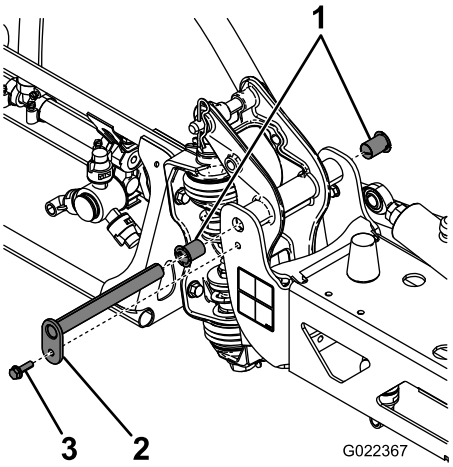

Figur 41
3. Når bommens vekt er støttet, fjern skruen og mutteren som fester svingbolten til bomenheten (Figur 41).
6. Fjern og kontroller nylonhylsene fra for- og baksidene på svingbraketten (Figur 41).
8. Monter bommen og svingbrakettenheten på den midtre rammen, og innrett åpningene (Figur 41).